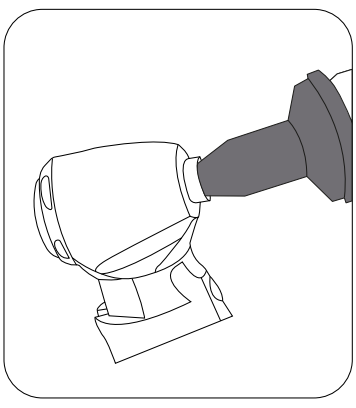

Рис.2
- Подайте смазку из баллончика сильным нажатием в механизм фиксации инструмента (бора) в течение 1 секунды (рис.2). Насадка должна быть с носиком диаметром меньше диаметра разрешенного инструмента.